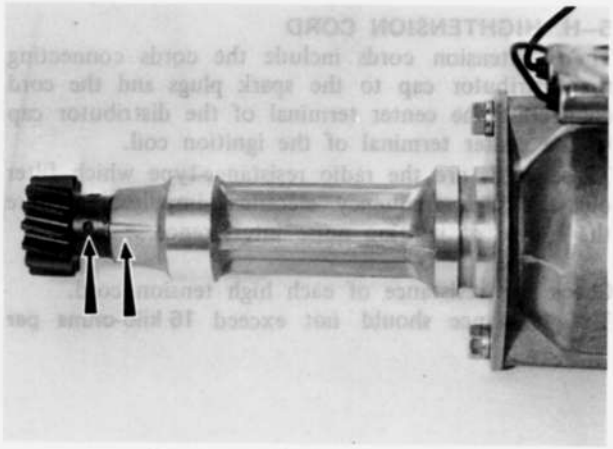

Fig. 5–42 Aligning tally marks
2. Align the tally marks on the distributor housing and driven gear as shown in Fig. 5–42.